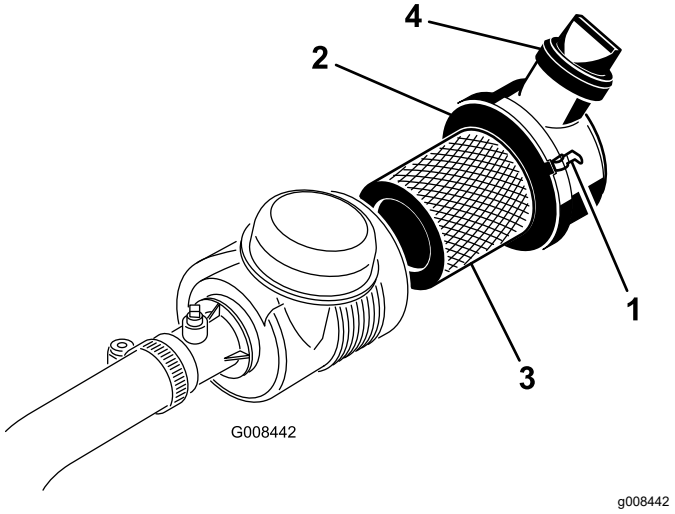

Rysunek 30
1. Zwolnij zaczepy mocujące pokrywę filtra powietrza do obudowy filtra powietrza (Rysunek 30).
7. Upewnij się, że zatrzaski pewnie mocują pokrywę do obudowy (Rysunek 30).